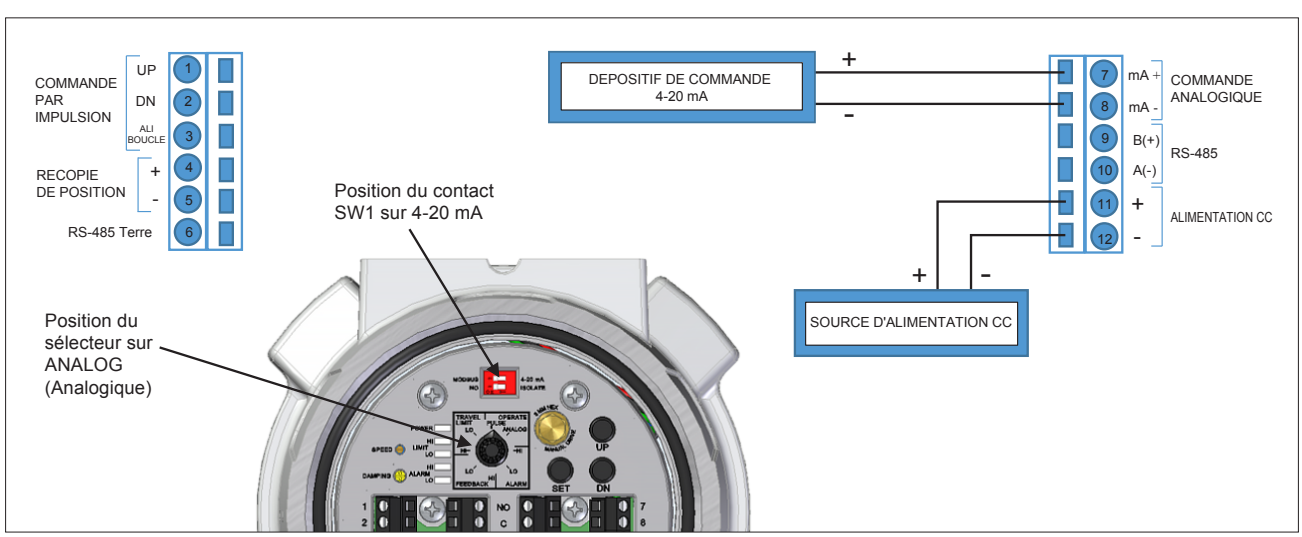

Figure 5 Commande analogique 4-20 mA
2.1 Connectez une source de signal 4-20 mA aux bornes d'entrée de la commande analogique. (*voir la figure 5*.)